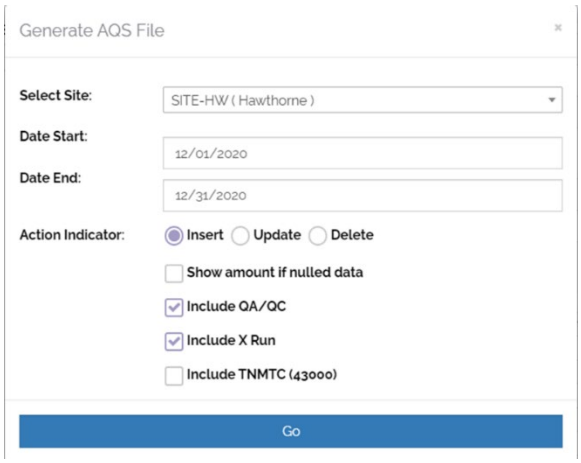

Figure 24. Generate AIRS file form in MAX for Ambient Data
- Note that the delete function is used when data has previously been uploaded into the AQS database and it needs to be deleted out of the database (**Figure 24**).